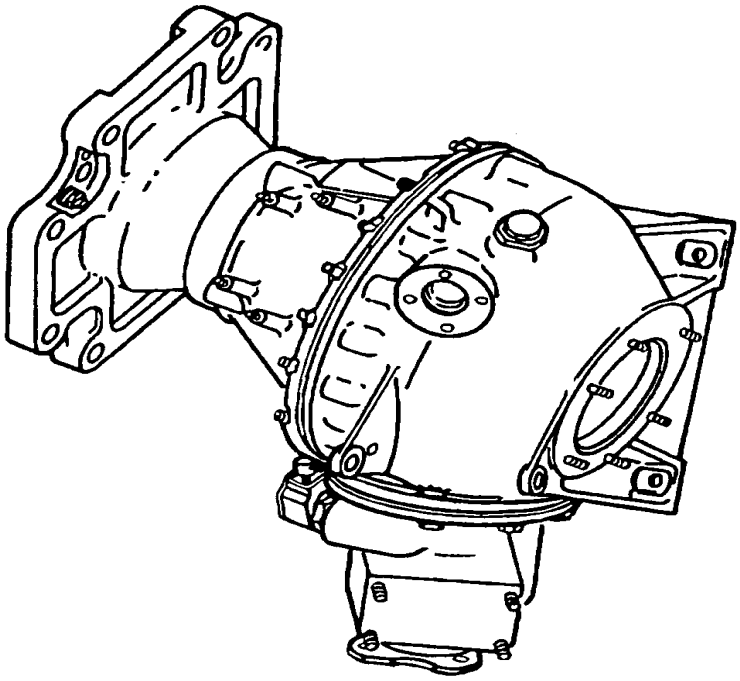
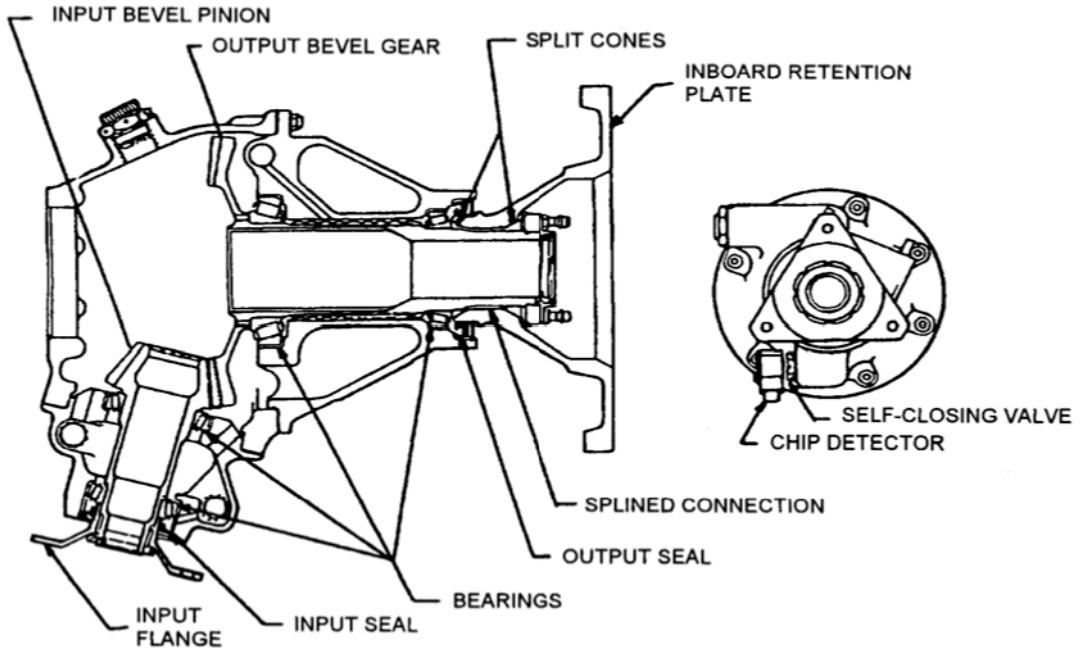
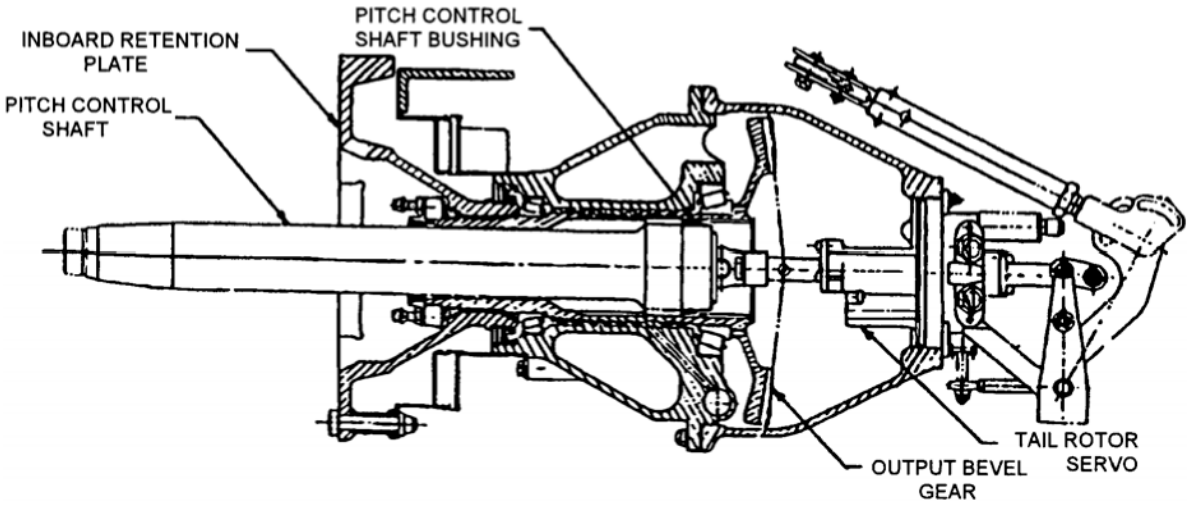

**Figure A-8. Tail Rotor Gearbox**
**Figure A-9. Tail Rotor Gearbox Nomenclature**
**Figure A-10. Tail Rotor Gearbox, Tail Rotor Servo, & Pitch Control Shaft Assembly**
1. The VH-60N tail rotor gearbox changes the speed and angle of drive from the tail drive shaft to the tail rotor blades and pitch control mechanism. See Figure A-8, page A-243. The major components of the tail rotor gearbox include the housings (input, center, and output), the input bevel pinion and the output bevel gear, four (4) tapered roller bearings, an input flange, an inboard retention plate, and input and output seals. See Figure A-9, page A-244 for the location of the major components. The tail rotor gearbox is operated with the tail rotor servo and pitch control shaft installed into the gearbox. See Figure A-10, page A-244.